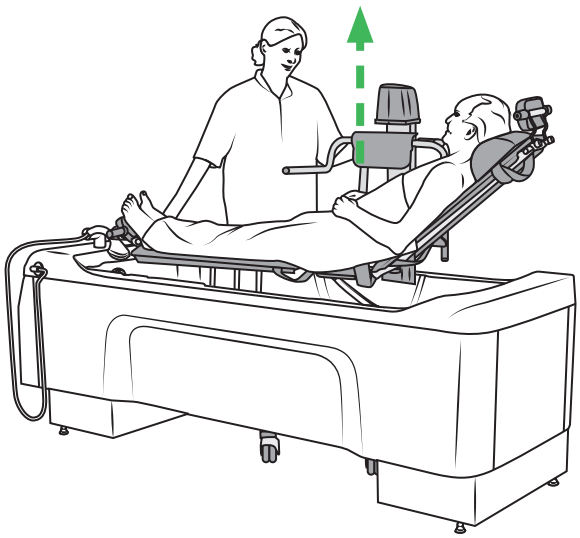

Afbeelding 49
3. Breng de badliftwagen omhoog. Zie Afbeelding 49.